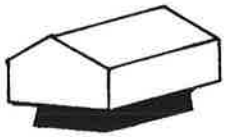

figuur 2
De batterij bestaat uit 7 in serie geschakelde loodcellen, welke bij goede kondi-tie een spanning van 2,25 V per cel leveren, wat de totale batterijspanning brengt op 7 x 2,25 = 15,75 V. De batterijen zijn ondergebracht in een afgescheiden deel van de voedingkast (VK) of in een aparte batterijkast (BK), ook wel aangeduid als "hondenhok" (zie figuur 2).